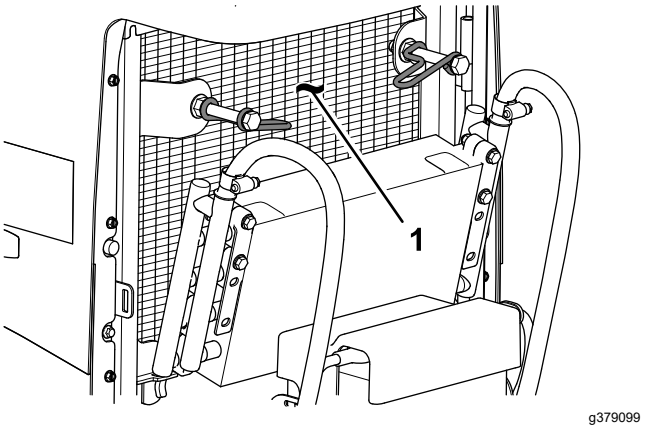

**Figuur 114**
8. Reinig beide zijden van de oliekoeler en de radiateur grondig Figuur 114) met perslucht.